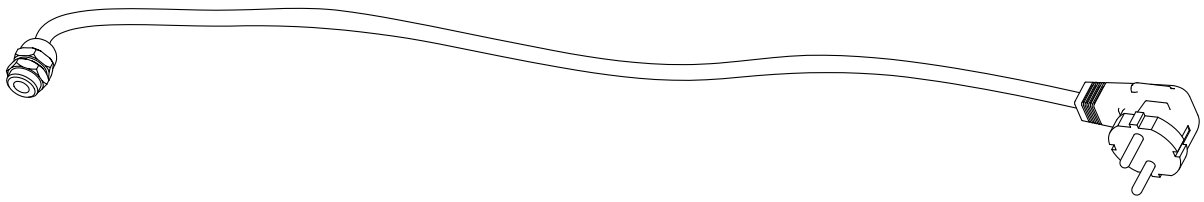

Abb.2-2: 230V Netzstecker & Kabel
- Um den Netzstecker mit dem Gerät verbinden zu können, klappen Sie vorher den Deckel des Steckers auf (siehe 1, Abb. 2-2). Achten Sie auf die Pfeilrichtung.